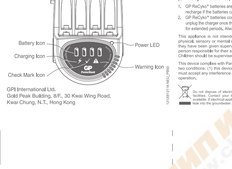

Fig.5
- Once charging is complete, unplug the charger from the power source and remove the batteries with the battery ejector. (Fig. 5)
- Cuando la carga sea completa, extraiga las baterías para usar y desconecte el cargador de la toma de corriente. (Fig. 5)